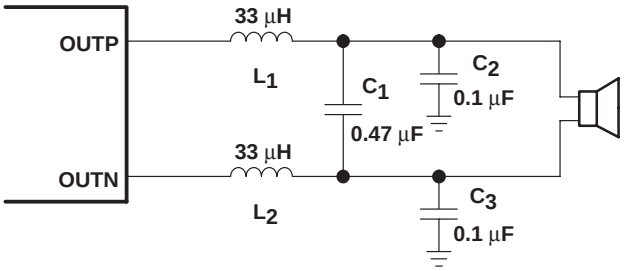
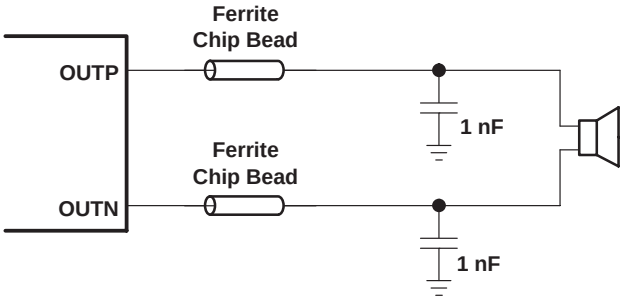

Figure 24. Typical LC Output Filter, Cutoff Frequency of 41 kHz, Speaker Impedance = 8 Ω
Figure 25. Typical Ferrite Chip Bead Filter (Chip bead example: Fair-Rite 2512067007Y3)
- Output filter — The ferrite EMI filter (Figure 25, page 18) should be placed as close to the output terminals as possible for the best EMI performance. The LC filter (Figure 24, page 18 should be placed close to the outputs. The capacitors used in both the ferrite and LC filters should be grounded to PGND.